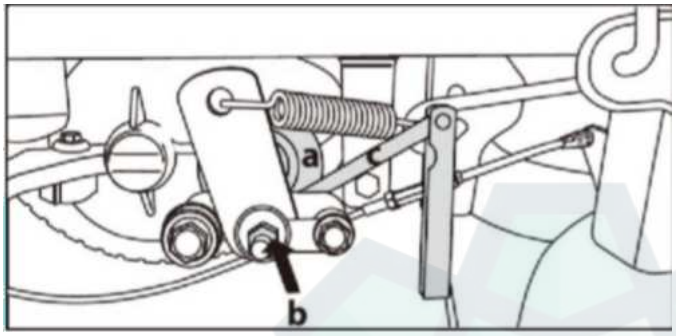

Рис. 31
2. Покачивая тормозной диск (a) вперед и назад, медленно затяните гайку (b) до тех пор, пока он не станет неподвижным. (Рис. 31)